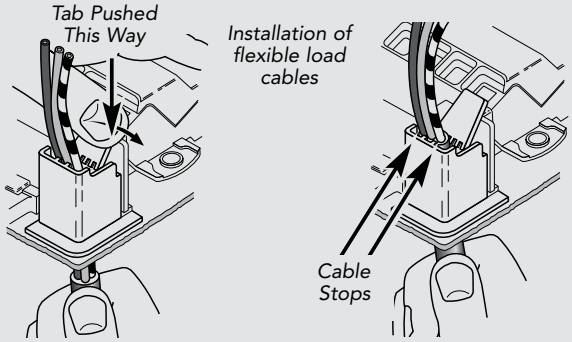

Figure 7a Figure 7b
5. To assist pushing the load cable through the front of the product, ease the clamping jaw pressure by holding the product securely in one hand and pushing the tab firmly with your thumb in the direction shown in fig. 7a.